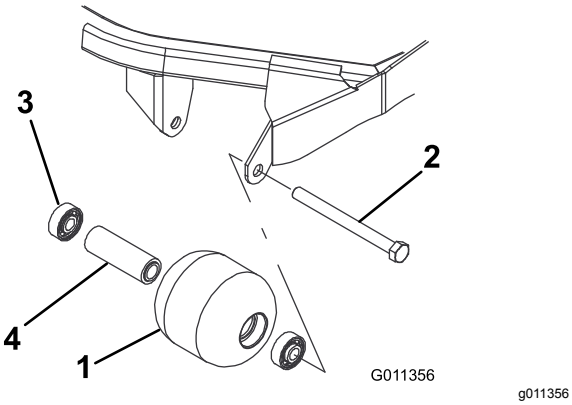

Figur 91
1. Avlägsna rullarnas fästbultar (Figur 91).
4. Kontrollera att rullkåpan, lagren och lagrets distansbricka är i gott skick (Figur 91). Byt ut skadade delar och montera ihop igen.
1. Tryck in det första lagret i rullkåpan (Figur 91). Tryck endast på den yttre lagerbanan eller lika mycket på den inre och yttre lagerbanan.
2. För in distansbrickan (Figur 91).
3. Tryck in det andra lagret i rullkåpan (Figur 91) genom att trycka lika mycket på den inre och den yttre lagerbanan tills den inre lagerbanan kommer i kontakt med distansbrickan.